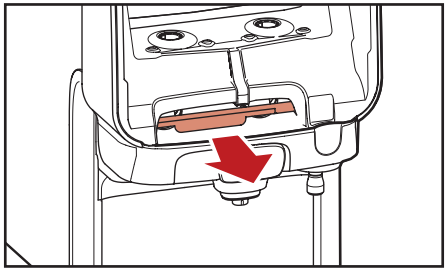

Fig. 5.3 - Trageți maneta roșie de eliberare
3. Trageți maneta roșie de eliberare pentru a deschide compartimentul duzelor (fig. 5.3).
a. Trageți maneta roșie de eliberare pentru a deschide compartimentul duzelor (fig. 5.3).